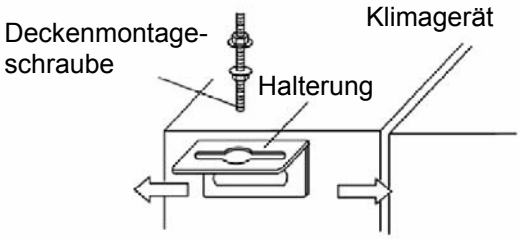

Abb. 29
(2) Einhängevorrichtung in die Halterung für das Innengerät gemäß Abb. 29 installieren.